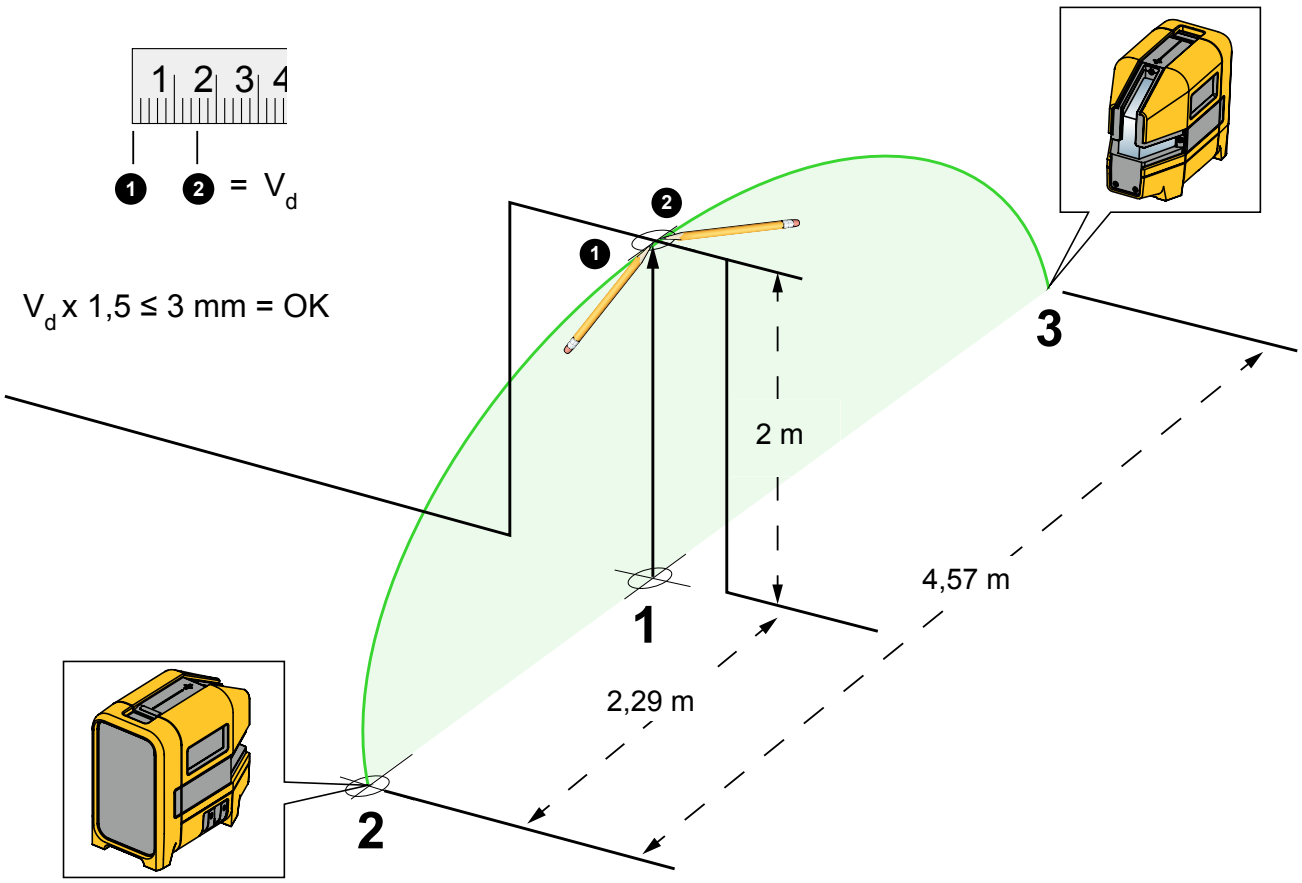

Rysunek 8. Dokładność lasera pionowego
3. Umieść znacznik krzyżowy (znacznik 1) na podłodze, pośrodku znacznika na nadprożu drzwi. Patrz Rysunek 8.
7. Umieść znacznik krzyżowy ❶ na nadprożu nad znacznikiem 1.
9. Umieść kolejny znacznik krzyżowy ❷ na nadprożu drzwi nad znacznikiem 1.